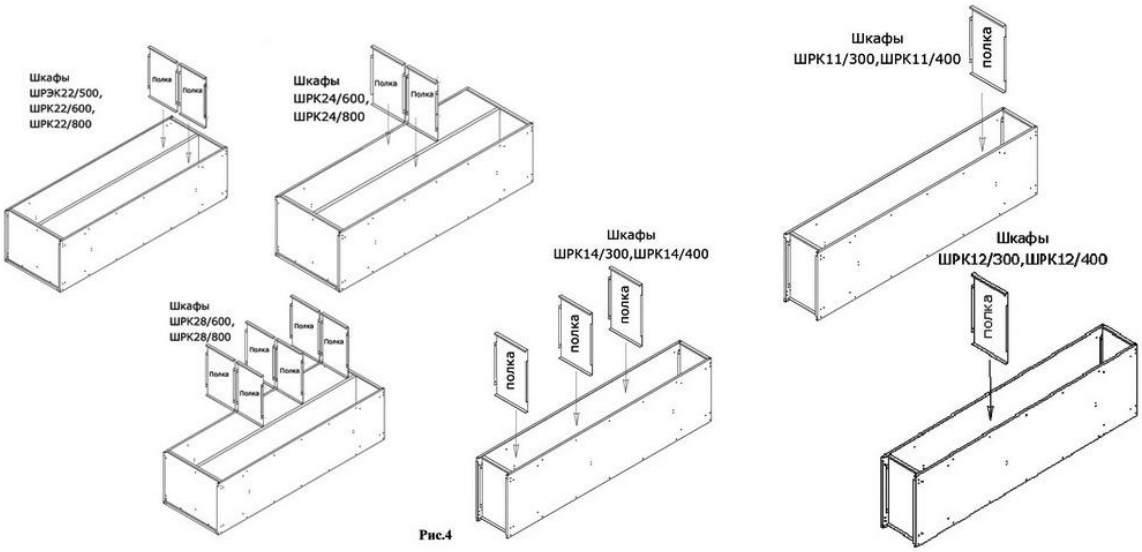

Рис.4
4. Установить полки. Двойной гиб полок развернуть в сторону лицевой поверхности шкафа. Склепать с боковинами (рис.4).